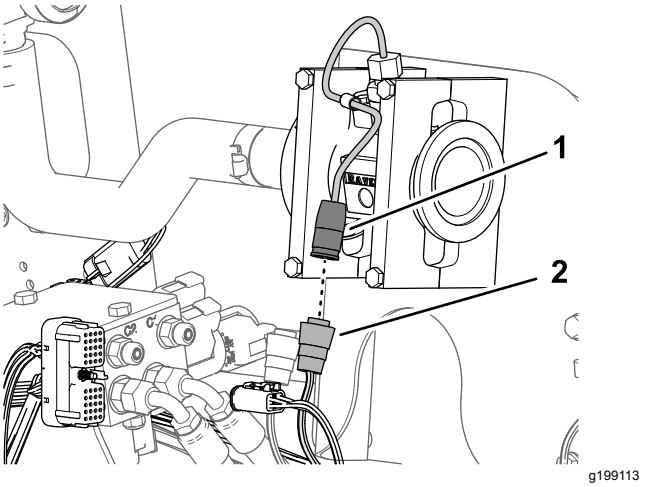

Rysunek 87
1. Podłącz elektryczne złącze 3-stykowe gniazdowe odgałęzienia wiązki przewodów 89 cm oznaczone PRZEPŁYWOMIERZ do złącza 3-stykowego przepływomierza (Rysunek 87).